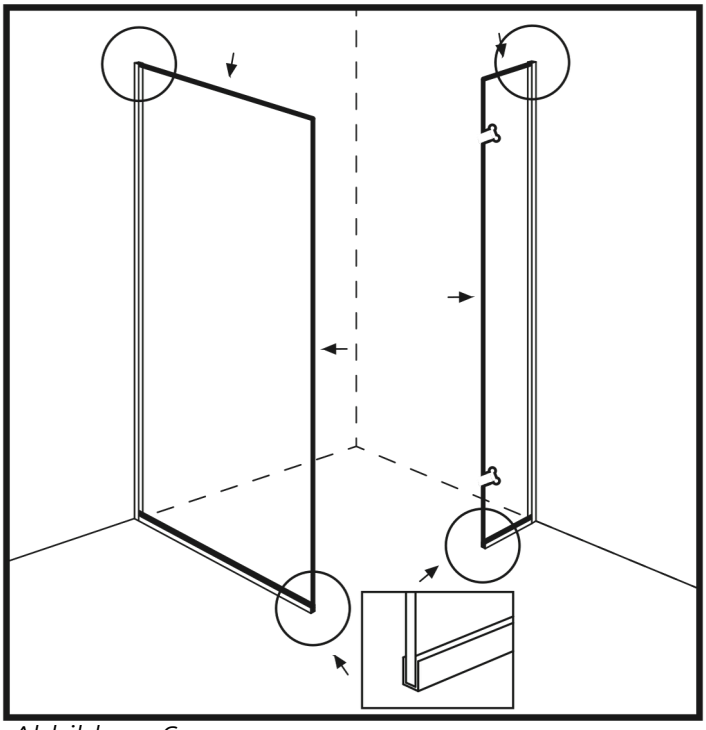

Abbildung 6
17. Setzen Sie das Duschglas zwischen die U-Leisten und drücken Sie es zur Wand hin und nach unten, damit das Silikon am Glas haften bleibt. (Abbildung 6)